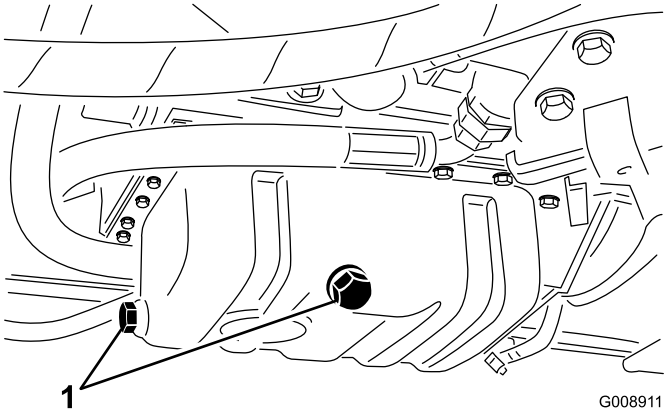

Figur 61
1. Ta ut begge tappepluggene (Figur 61) og la oljen renne ned i et tappefat. Installer tappepluggene når oljen slutter å renne.